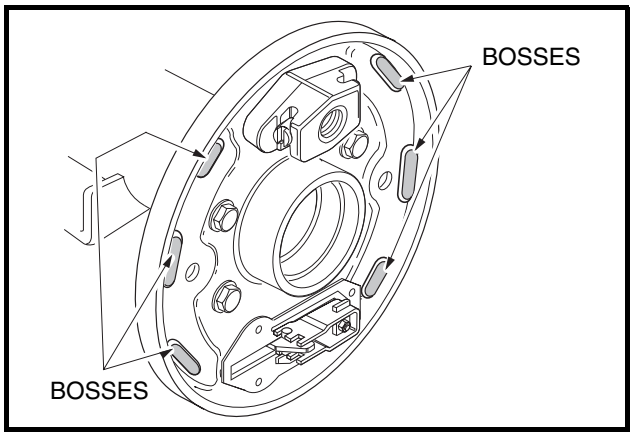

Figure 6-20 Lubricate Raised Bosses
4. Use a small brush to carefully apply a light coat of white lithium NLGI #2 grease (Dow Corning BR2-Plus or equivalent) on each of the six raised bosses on brake backing plate **(Figure 6-20, Page 6-9)**. **See preceding WARNING.**